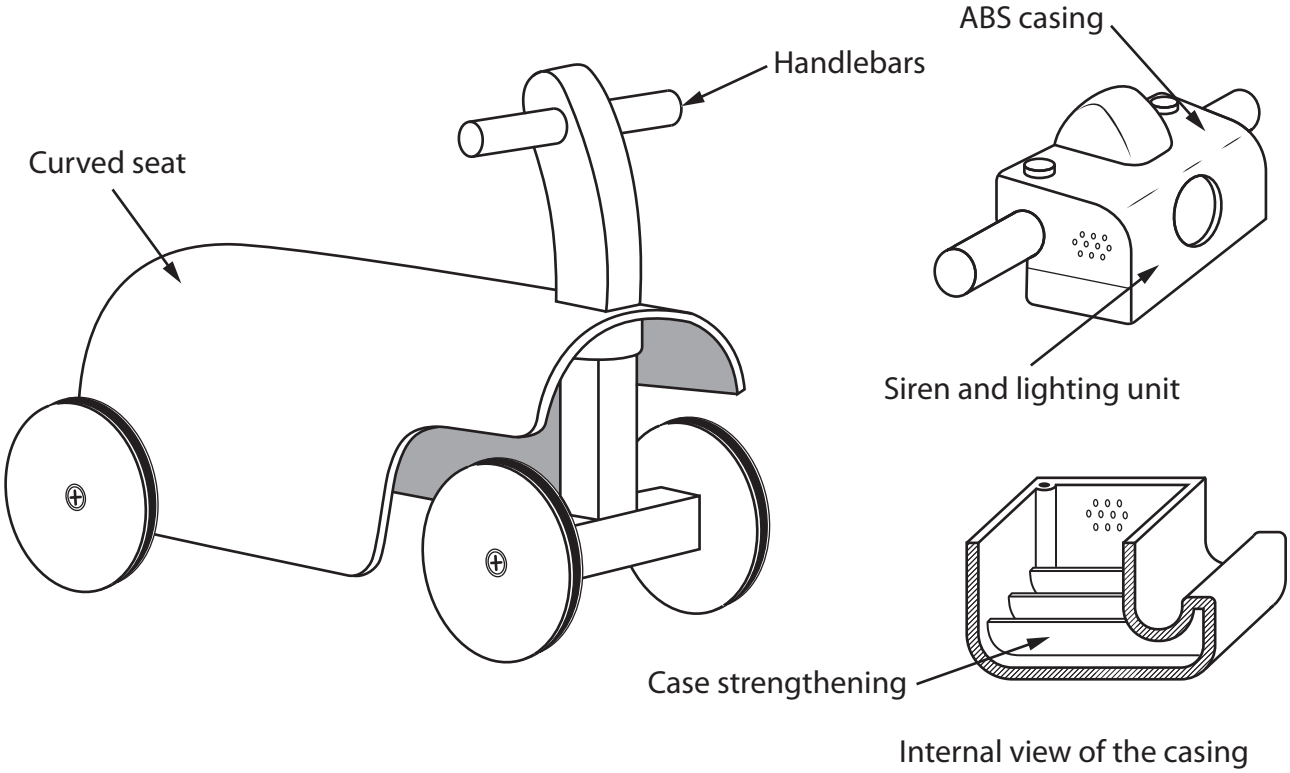

**Figure 14**
**7** Figure 14 shows a child's ride-on buggy.
(a) Name the specific technique that has been used to strengthen the casing shown in Figure 14.